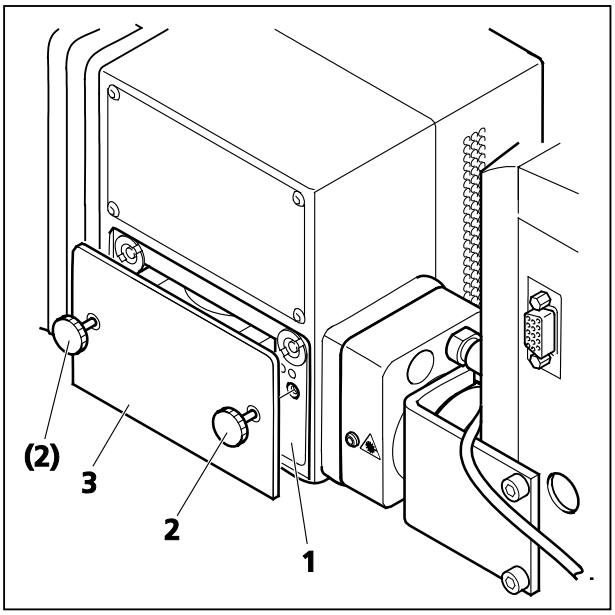

Fig. 17 Filter insert of the BiG.2
- Loosen the two knurled screws (Fig. 17/**2**).
- Remove the filter insert (Fig. 17/**3**) of the BiG.2 (Fig. 17/**1**) and put it down.
- After exchanging the filter module, replace the filter insert (Fig. 17/**3**) into the BiG.2 (Fig. 17/**1**).
- Fasten the two knurled screws (Fig. 17/**2**).